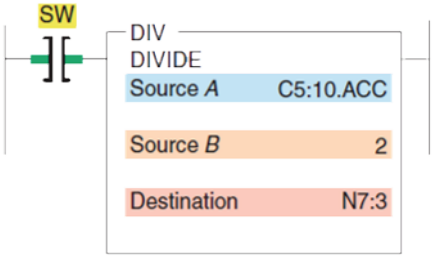

Figura 5-5: Descripción de los elementos de un temporizador.
La instrucción de división DIV (figura 5-5), divide un valor (A) entre otro (B) y almacena el resultado en una dirección preestablecida.